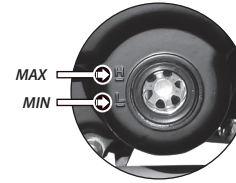

Imagen 13. Mirilla del aceite.
3. Verificar que el nivel de aceite se encuentre en la marca de máximo. Ver imagen 13.